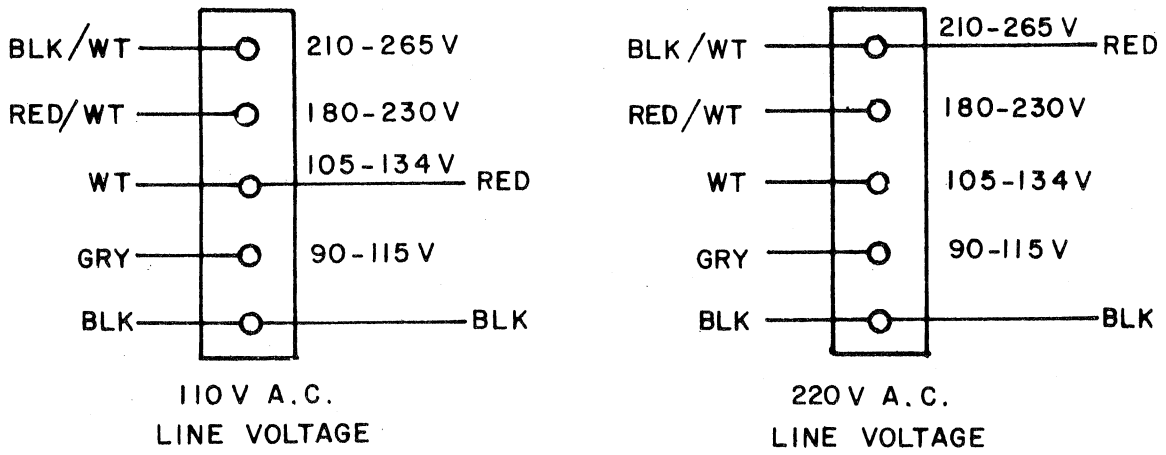

Figure 16 AC Input Selection
Figure 16 details the jumper connections for AC Input range selection. This terminal strip is located adjacent to the transformer.
If a question arises as to what is the correct part to order, write or call the Manager of Customer Engineering, INFOTON, INC., Second Avenue, Burlington, Massachusetts 01803; Phone: (617) 272-6660. Be sure to supply the terminal serial number as shown in Figure 16.